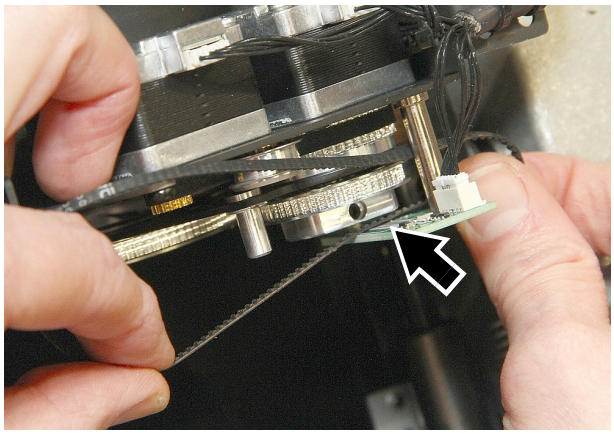

Figure 23 : Désengager la courroie de transmission
5. Voir Figure 23. Lorsque la courroie est libérée du prisme, vrillez-la pour la passer dans l'interstice qui sépare la poulie du moteur et le capteur (voir ci-contre). Dégagez la courroie par ce passage et déposez la complètement. Si la courroie est en bon état, stockez-la pour un éventuel usage ultérieur.